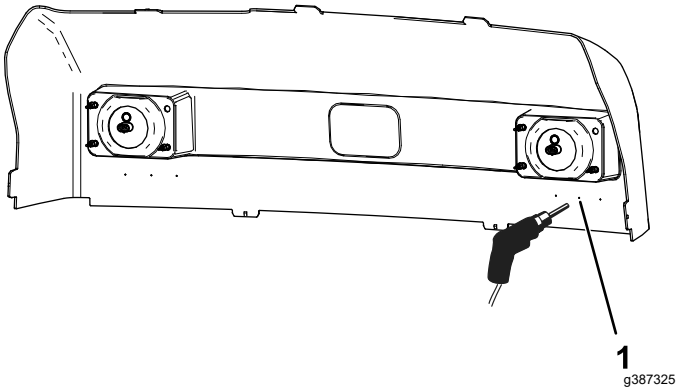

Figuur 2
1. Zoek aan de binnenkant van de motorkap de 3 stippen onder elke koplamp en zoek de middelste stip zoals geïllustreerd in Figuur 2.